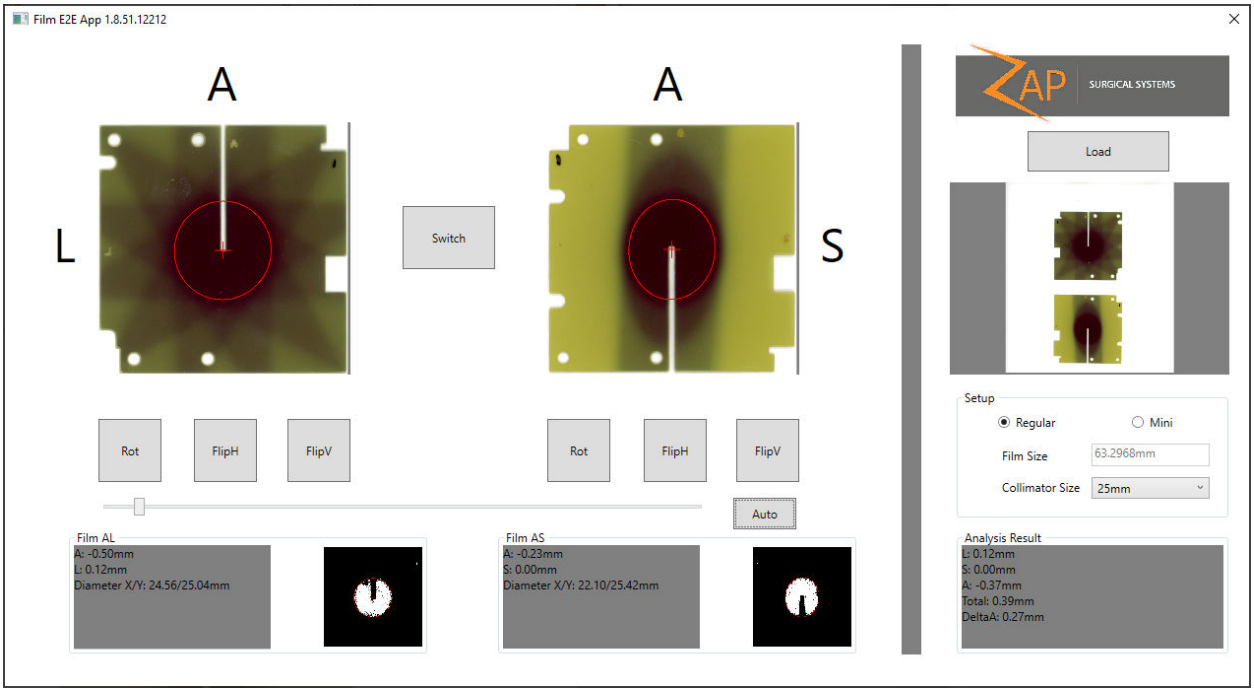

Figura 7-4 Software de análisis de la película
Los usuarios pueden elegir software de análisis de la película comercialmente disponible para realizar los análisis de los resultados de las pruebas de extremo a extremo. El software opcional de análisis de la película provisto por Zap puede usarse para calcular los errores de determinación del objetivo de extremo a extremo (consulte la figura 7-4). El análisis de la película consta de los pasos siguientes:
2. Alcance el valor absoluto más pequeño del contorno de la dosis arrastrando a lo largo de la barra deslizante hacia la izquierda del botón **Auto** (consulte la figura 7-4). El contorno es más pequeño del lado izquierdo y más grande del lado derecho.